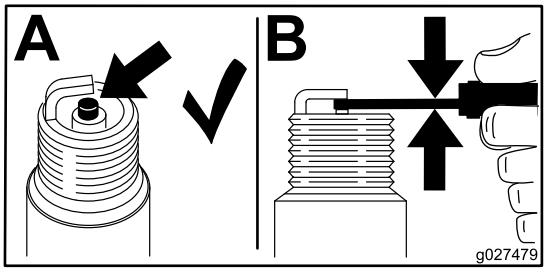

Figuur 44
3. Verwijder de bougie (Figuur 44).